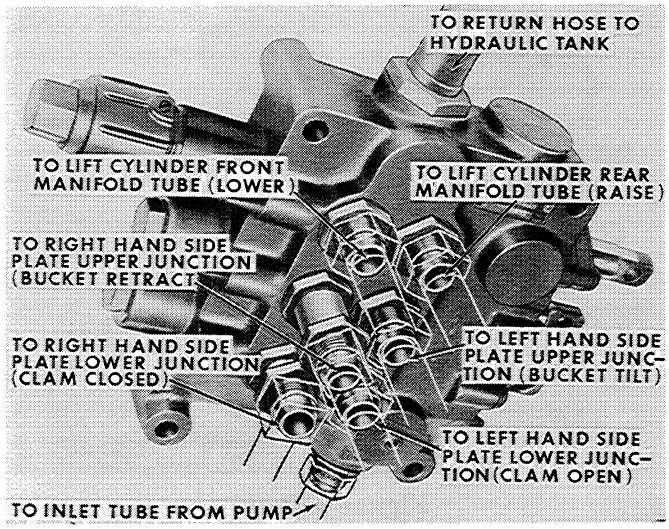

Figure DD-3
1. Remove the return line hose and the pressure tubing from the control valve, Figure DD-3.